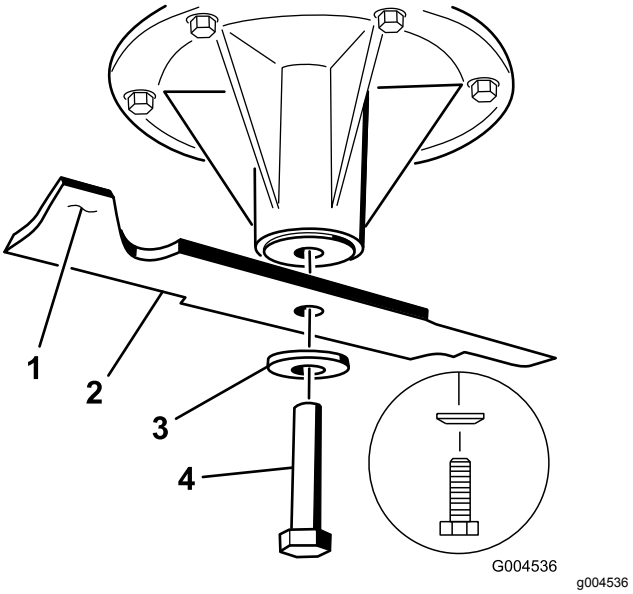

Figur 104
1. Montera kniven på spindelaxeln (Figur 104).
2. Montera fjäderskivan och knivskruven (Figur 104).